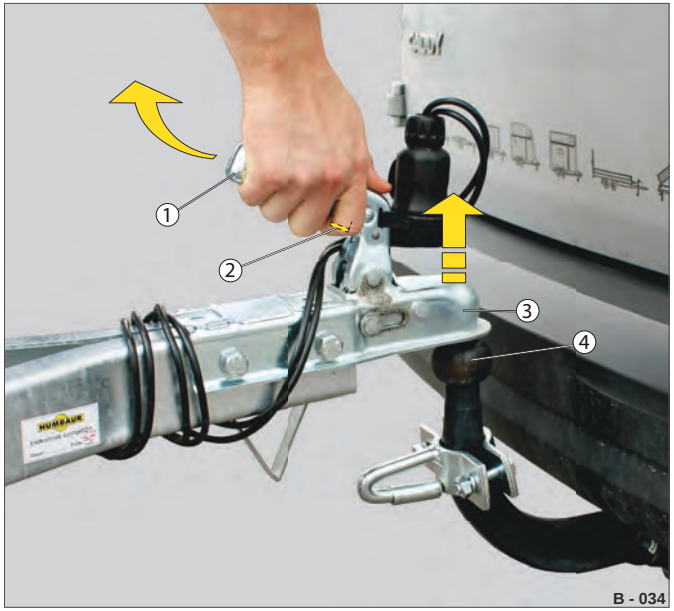

Fig. 12 Eksempel: Frakobling af anhænger uden bremser
▶ Oplås håndgrebet (Fig. 12 /1) i spærreanordningen.
▶ Tryk spærrepalen (Fig. 12 /2) på håndgrebet helt ind.
▶ Løft kalotten (Fig. 12 /3) af kuglehovedet (Fig. 12 /4) på trækkøretøjet.